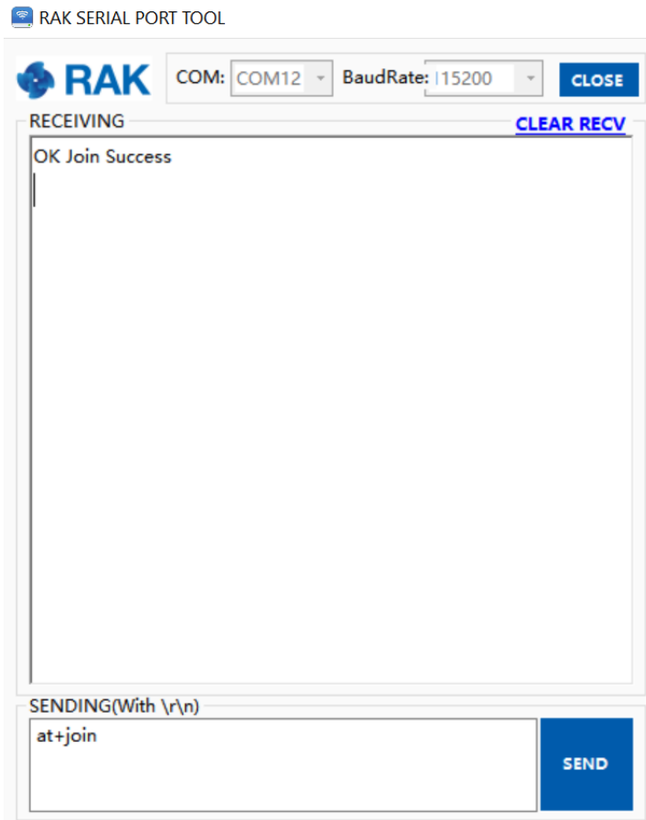

Figure 18: RAK4200 join OTAA mode
- If the request was successfully received by a LoRa gateway, then the “OK Join Success” message will be shown in the console after a few seconds. See **Figure 18**.